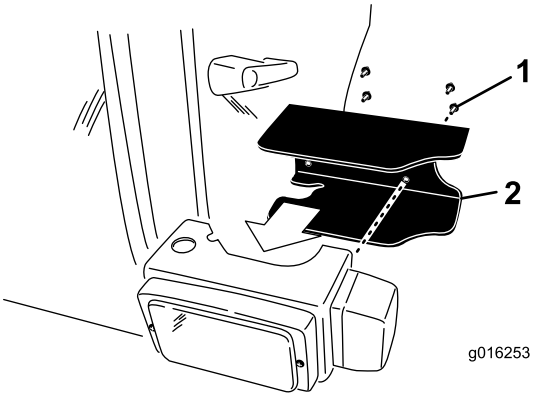

Figure 11
- Montez une protection au dos de chacun des phares au moyen de (2) vis 1/4 x 5/8" (Figure 11).